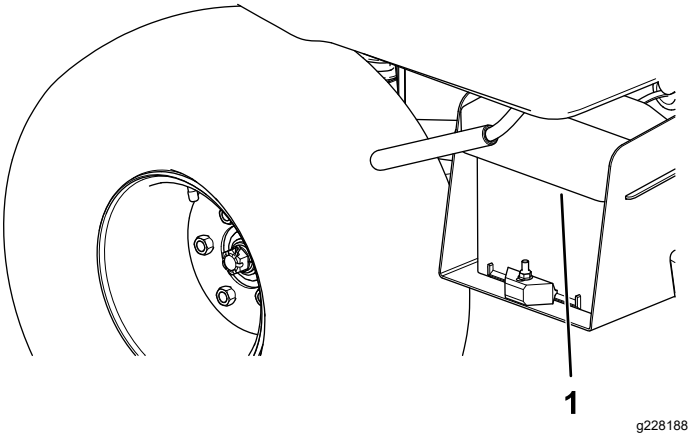

**Figuur 4**
1. Knijp in het accudeksel zodat de lipjes van de accubasis loskomen (Figuur 4).
2. Verwijder het accudeksel van de accubasis (Figuur 4).
6. Lijn het accudeksel uit op de accubasis (Figuur 4).
7. Knijp het accudeksel samen, lijn de lipjes uit met de accubasis en laat het accudeksel los (Figuur 4).